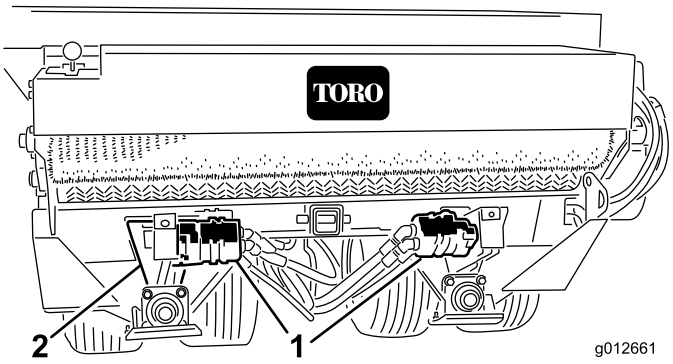

Rysunek 16
1. Poluzuj śruby podsadzane i nakrętki mocujące silnik/pompę układu hydraulicznego do podstawy osi (Rysunek 16).